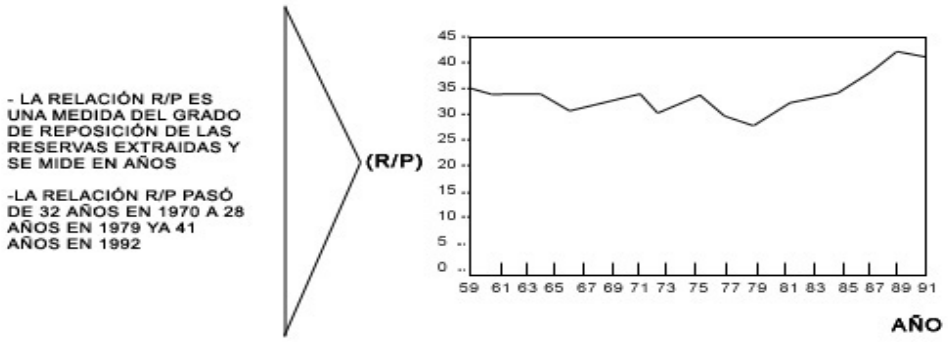

Figura 6. Relación histórica entre las reservas y la producción mundial de petróleo, R/P, en función del tiempo.
Si se divide las reservas probadas (R) por el ritmo de la demanda actual, que no es otra cosa que la producción anual (P) obtenemos el lapso de tiempo que esas reservas durarán, que es lo que aparece en la figura 6. Hay que considerar que la economía dicta en buena medida el dato de las reservas probadas pues basta que aumente el precio del crudo para que ciertos yacimientos que no eran considerados rentables se sumen a las reservas probadas. Durante la década de los años 70 se dieron dos incrementos de precios del petróleo, el primero en 1973-1974 y el segundo en 1979-1981. En 1985 el precio del crudo se desplomó y desde entonces se ha mantenido en niveles bajos.